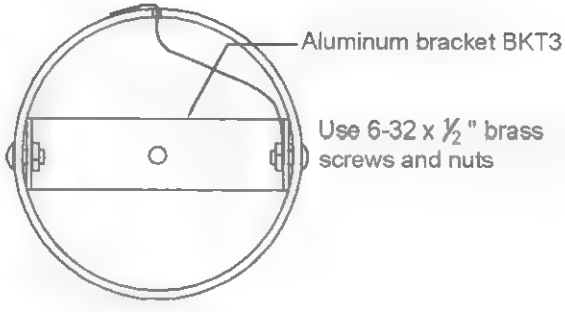

Figure 17-10 *Assembly of the secondary coil*
8. Assemble and wind the secondary coil as shown in Figure 17-10. Proper winding of the coil is mandatory for achieving optimal operation. Kinks and overlaps will seriously affect output.